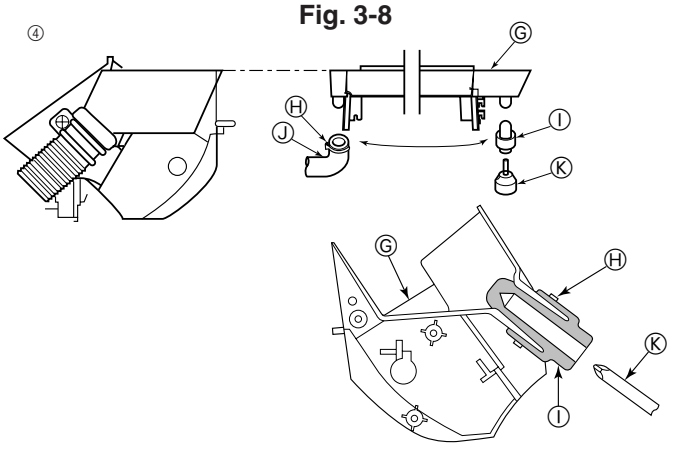

Fig. 3-9
④ Le tuyau d'écoulement peut être raccordé à deux endroits différents. Utiliser la position la plus adéquate et, si nécessaire, échanger les emplacements du plateau d'écoulement, de l'embout en caoutchouc et du tuyau d'écoulement. (Fig. 3-9)